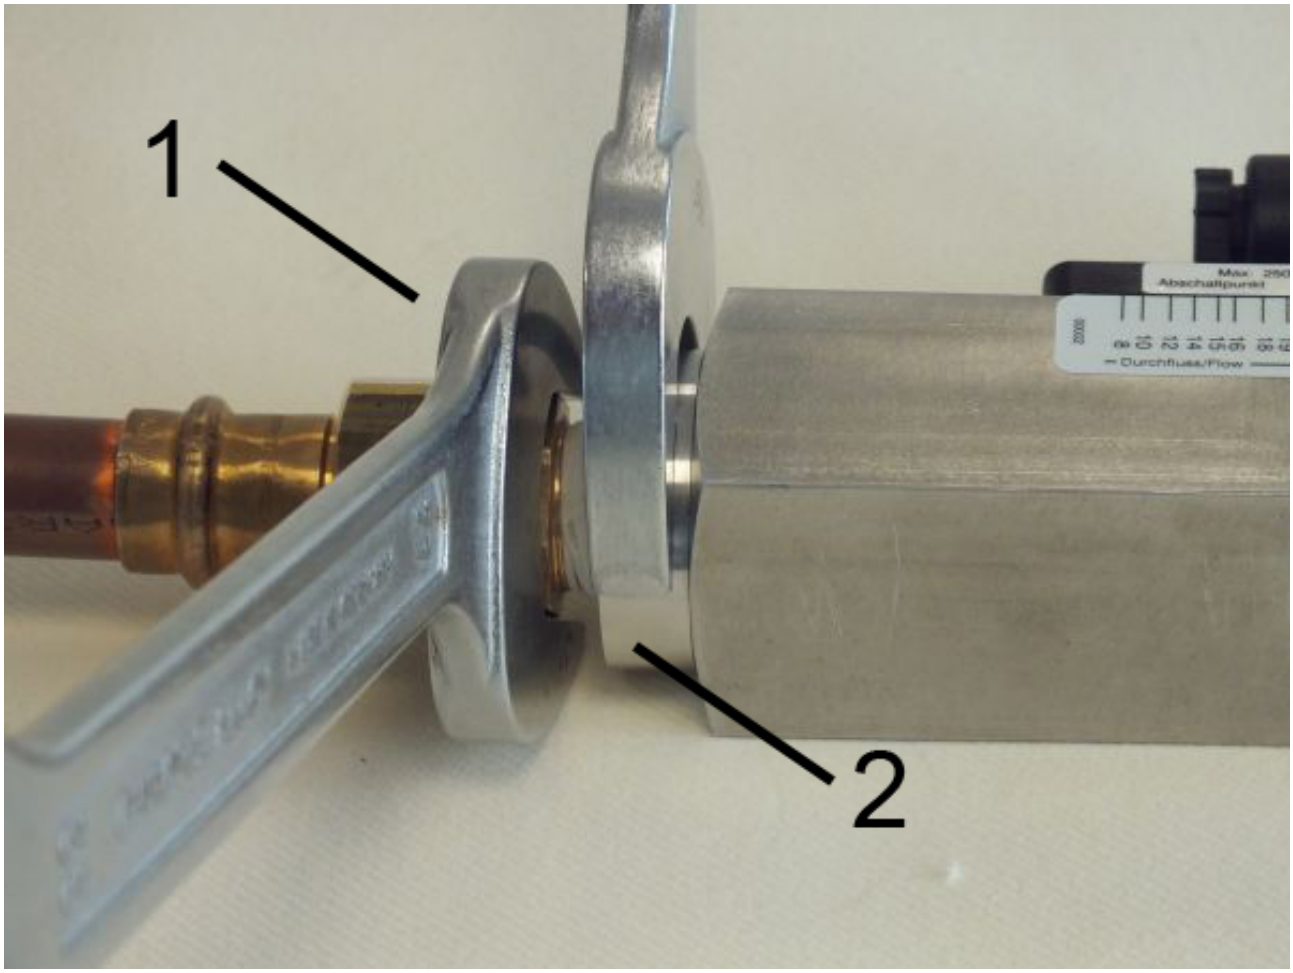

Fig. 13: Screw in the device
3. Keep turning in the adapter union (*Fig. 13*/1) while holding the process connection of the device locked (*Fig. 13*/2) until the connection is tight.